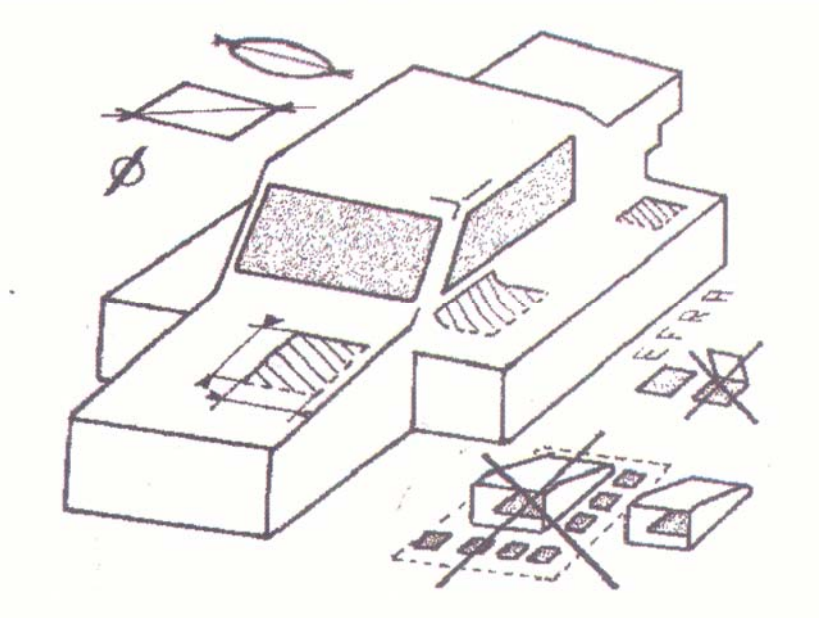

Figura 12: Tagli consentiti sulla carrozzeria 1/8 Buggy Brusheless
e) Finestrini e parabrezza devono rimanere integri lungo tutto il disegno originale dello stampo del modello. Non è consentito né forarli né aprirli, soprattutto non è consentito deformare la carrozzeria in prossimità delle aperture concesse. Si veda a corredo la Figura 12.